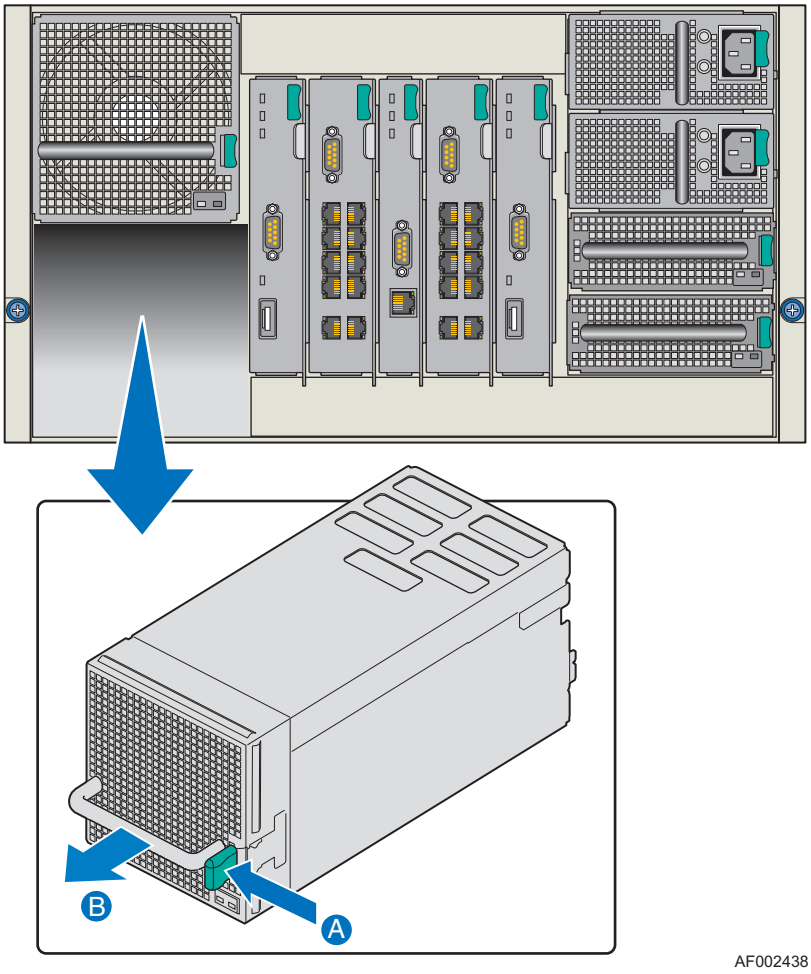

Figure 20. Removing a Main Cooling Module
3. Press the main cooling module retention clip to release the main cooling module from the module bay (see letter “A” in Figure 20).
4. Slide the main cooling module out of the module bay (see letter “B” in Figure 20).